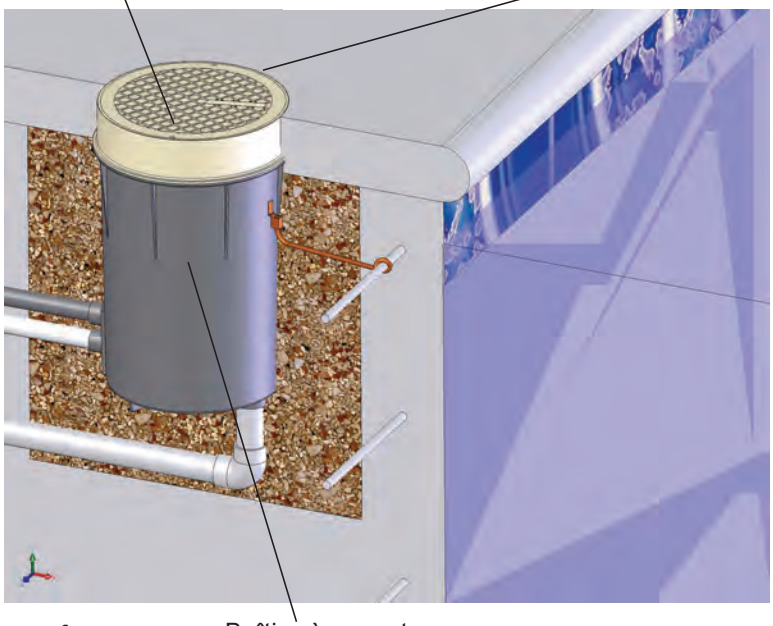

Figure 1
3. Ancrez le boîtier à encastrer de manière à ce que le haut de la collerette du couvercle du boîtier soit au niveau du pourtour fini (Figure 1). Positionnez la collerette de telle manière qu'elle affleure la surface de finition du pourtour de la piscine. Après avoir procédé aux derniers réglages de l'inclinaison de la collerette, collez-la sur le boîtier à encastrer.